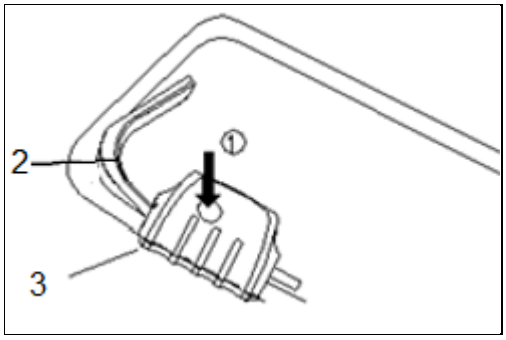

Rys. 14
1. Wciśnij i przytrzymaj przycisk bezpieczeństwa na włączniku (Rys. 14, poz. 1).